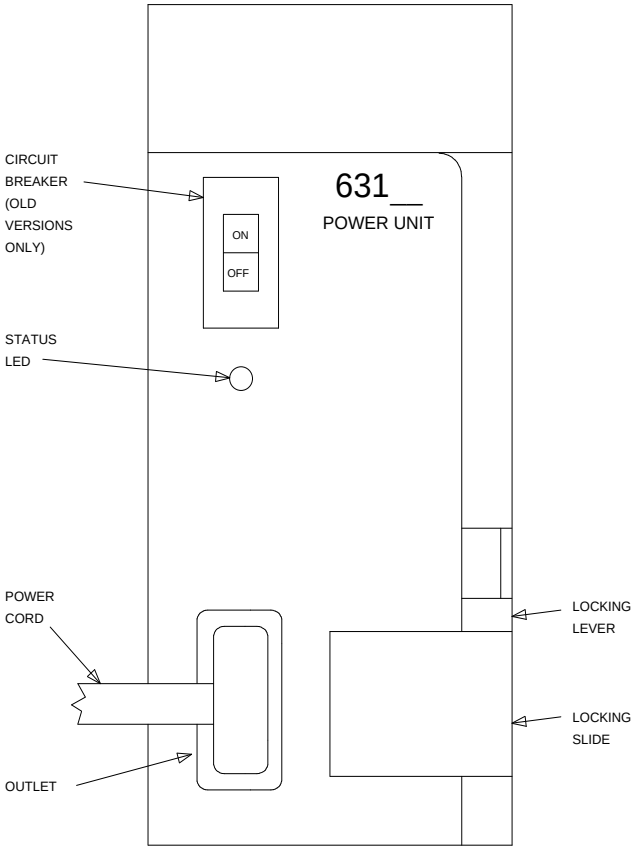

Figure 4-7. 631-Type Power Unit
13. Connect the power cords to the power units. The power cords are the white cables equipped with plugs that are run through the slots in the front of each carrier (see Figure 4-7).